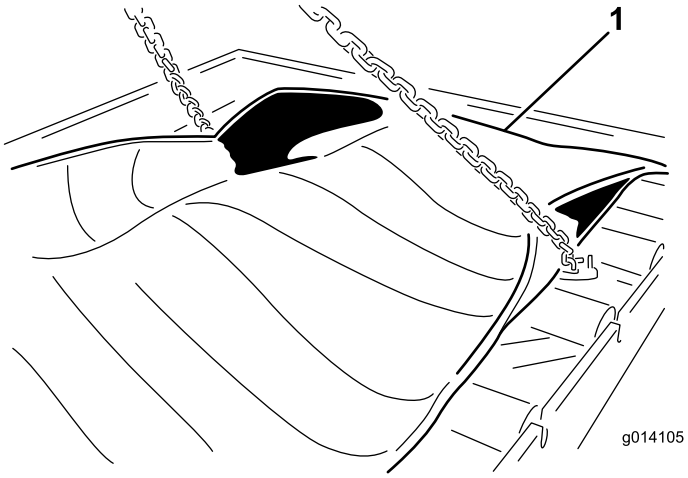

**Figur 48**
23. Fjern (de 24) boltene for å løsne innsatsen (Figur 48).